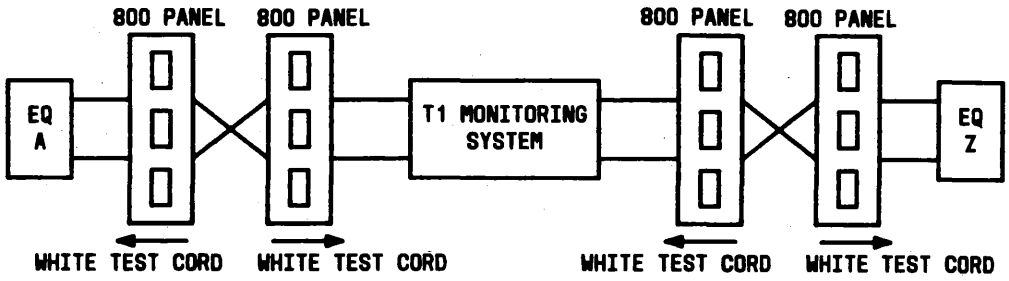
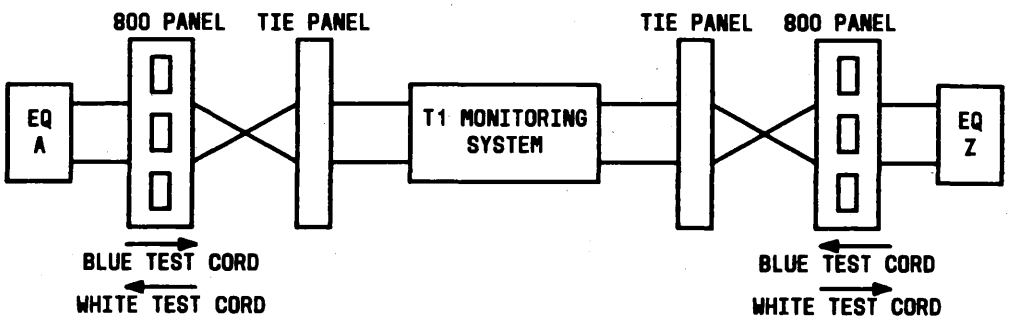

Figure 6. Typical DSX Configuration for Loop Applications
Figure 7. Alternate DSX Configuration for Loop Applications
3.03 The application illustrated in Figures 6 and 7 is similar to the IOR application. It involves termination of a T1 Monitoring System. The typical DSX configuration uses 800/900 jack panels allowing test access and sectionalization capabilities with standard White Test Cords. (See Figure 6.) With the addition of the 800PGY or 800PHY Blue Test Cord, the T1 Monitoring System can be terminated on tie panels (800G2-E2). The tie panel allows high density termination (300 terminations vs. 80/90 terminations per shelf) with significant operational and cost savings. The 800PGY or 800PHY Blue Test Cord will allow test access and sectionalization capabilities of the cross-connected T1 Monitoring System. (See Figure 7.)